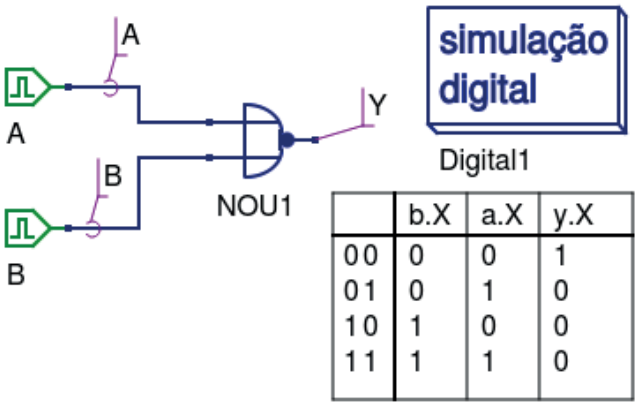

Figura 3.59 – Simulação da porta NOU de 2 entradas no Qucs.
28. Utilizando o software de simulação Qucs, simule a porta NOU (NOR) conforme a figura 3.59. Compare os dados da tabela do Qucs com a tabela 3.19.